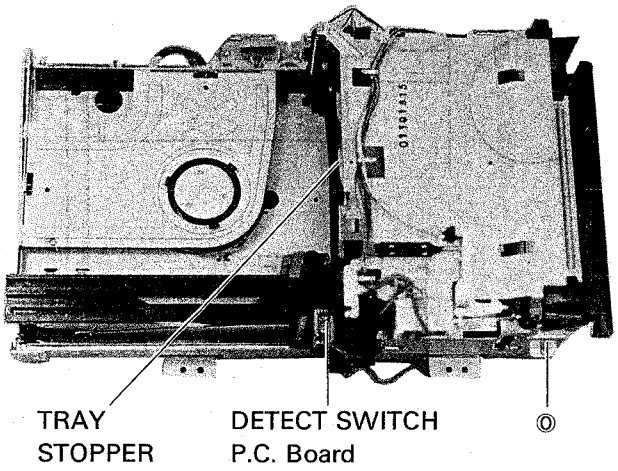

Fig.3
6. Removing the magazine holder(Fig.3,5)